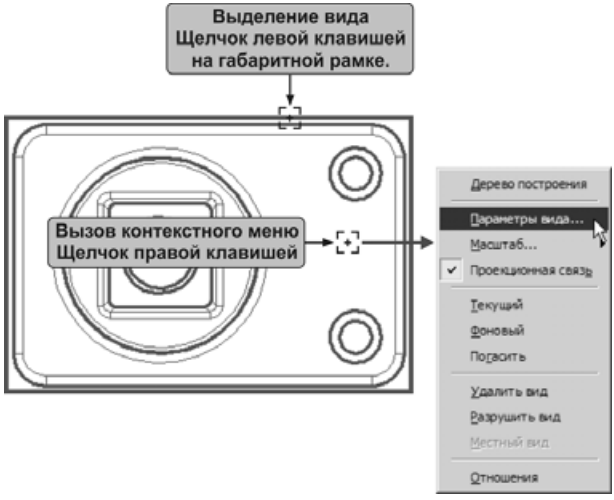

Рис. 3.19
- Щелкните мышью на пунктирной габаритной рамке вида сверху (**Проекционный вид 2**). Система выделит все объекты указанного вида и дополнительно заключит его в габаритную рамку — признак того, что вы работаете именно с видом (рис. 3.19).